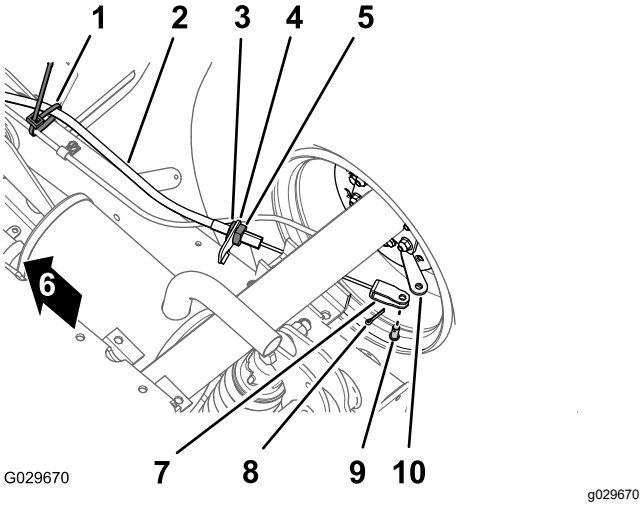

Figur 40
1. Ta bort det kabelband längst ner på maskinen som håller fast parkeringsbromskabeln vid fotbromskabeln (Figur 40).
2. Märk ut en rotationslinje på den främre kontramuttern för parkeringsbromskabeln (Figur 40).
3. Lossa den bakre kontramuttern och ta bort kabeln från bromskabelfästet (Figur 40).
4. Ta bort saxpinnen och sprintbulten som håller fast klykan för parkeringsbromskabeln vid bromsreglagespaken, och skilj kabeln från spaken (Figur 40).
1. För parkeringsbromskabelns gängade justerare till bromskabelns fäste och klykan till bromsreglagespaken (Figur 40).
3. Rikta in parkeringsbromskabelns gängade justerare med bromskabelns fäste och dra åt den bakre kontramuttern (Figur 40).